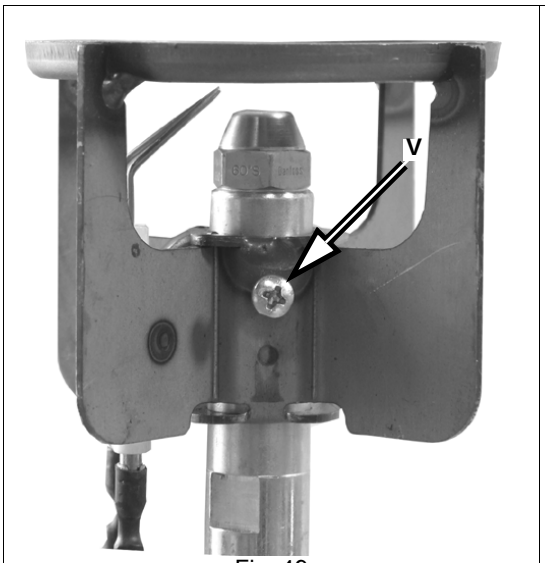
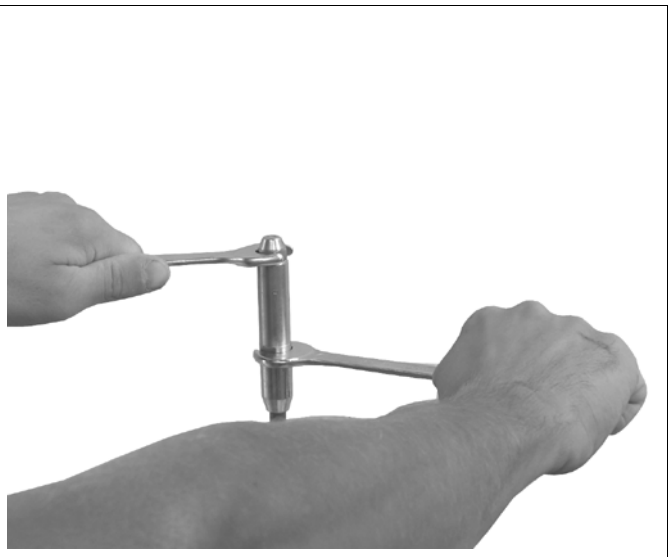

Fig. 49
Fig. 50
- Destornillar el tornillo V que fija la cabeza de combustión y remover la cabeza del portaboquilla (Fig. 49 - Fig. 50).
Para remover la boquilla, usar obligatoriamente dos llaves fijas como se muestra en la Fig. 50, para evitar de dañar la placa de soporte componentes del quemador!